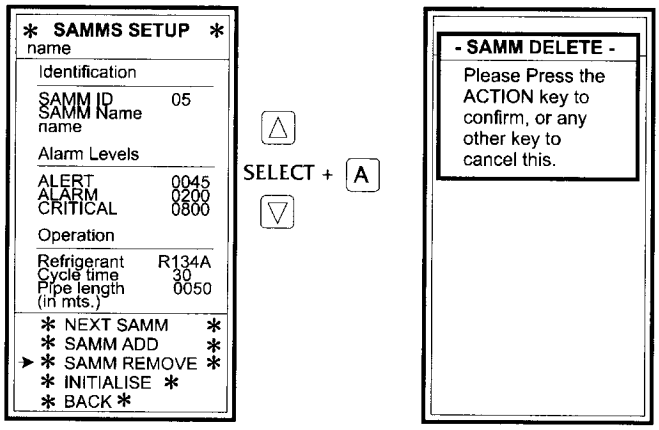

Figure 2-24. Remove a SAMM
d. SAMM removal is accomplished as illustrated in figure 2-24.